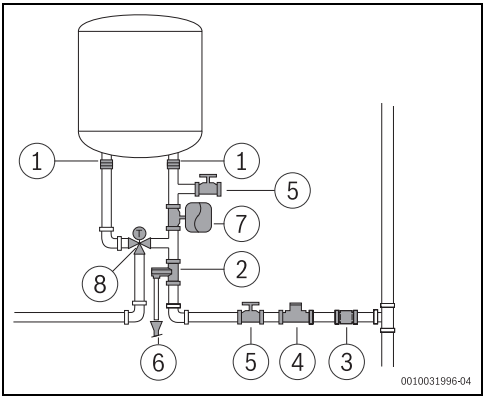

Rys. 15
▶ Zaleca się montaż zaworu termostatycznego (rys. 15, [8]) na rurze wylotu, jeśli stosowane są rury PEX. Musi być on dostosowany do parametrów używanego materiału.
- ▶ Pod żadnym pozorem nie montować żadnego osprzętu (innego niż przedstawiony na rys. 15) między zaworem bezpieczeństwa a dopływem zimnej wody (prawa strona) na urządzeniu.
- ▶ zamontować reduktor ciśnienia (rys. 15, [4]). Zawór bezpieczeństwa zostanie aktywowany, gdy ciśnienie wody w urządzeniu przekroczy 8 barów (± 1 bar), dlatego konieczne jest uwzględnienie sposobu na odprowadzenie tej wody.
- ▶ zamontować naczynie wzbiorcze (rys. 15, [7]), aby zapobiec częstemu otwieraniu zaworu bezpieczeństwa. Pojemność naczynia wzbiorczego powinna wynosić 5% pojemności urządzenia.